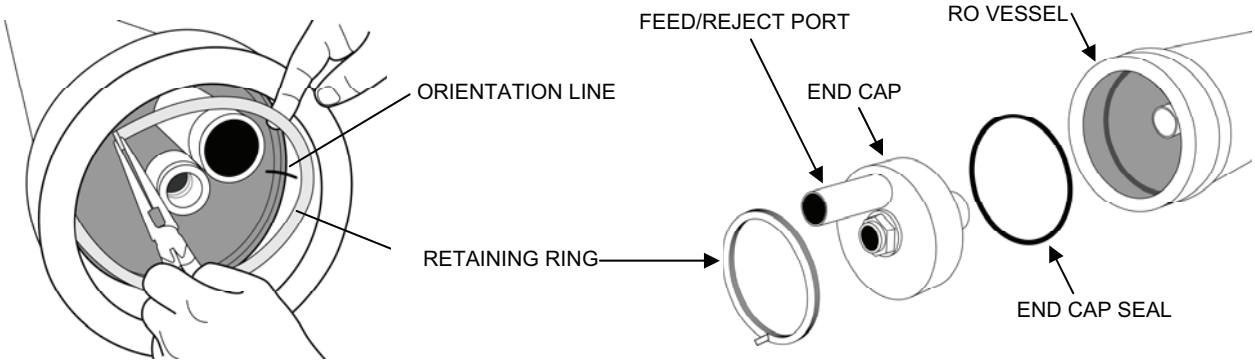

Figure 5. RO Vessel End Cap Removal.
3. Remove the end cap from the vessel (Figure 5).